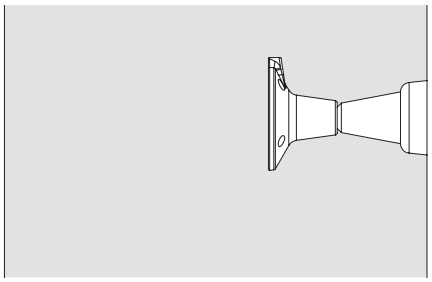

Abb. A2.04b
- Schraubkonus-2 M24/DW 20 (Abb. A2.04b)